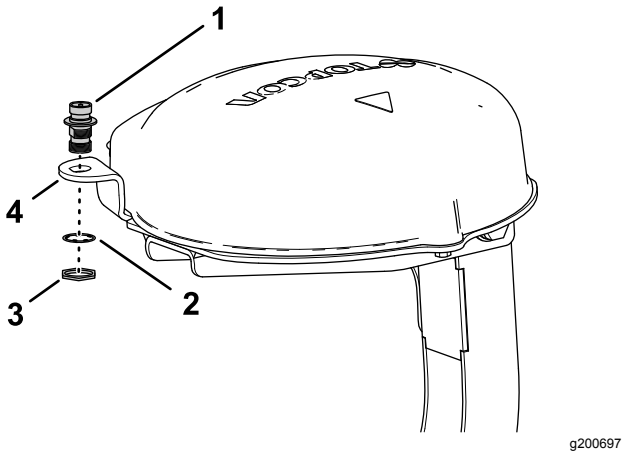

Rysunek 159
1. Przełóż łącznik koncentryczny przez otwór w wypustce pod antenę RTK tak, aby gwint mocujący łącznika był skierowany w dół (Rysunek 159).
2. Zamontuj łącznik koncentryczny do wypustki w płycie odbiornika używając podkładki zabezpieczającej i nakrętki zabezpieczającej, po czym dokręć nakrętkę zabezpieczającą palcami (Rysunek 159).